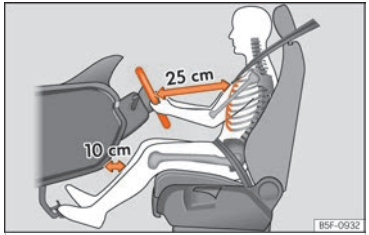

Fig. 15 La separació correcta entre el conductor i el volant ha de ser de 25 cm com a mínim (10 polzades).
- Ajusteu el volant de manera que quedi a una distància, d'almenys, 25 cm (10 polzades) de l'estern ››› fig. 15 i el pugueu subjectar amb les dues mans pels costats, per la part exterior, amb els braços lleugerament flexionats.